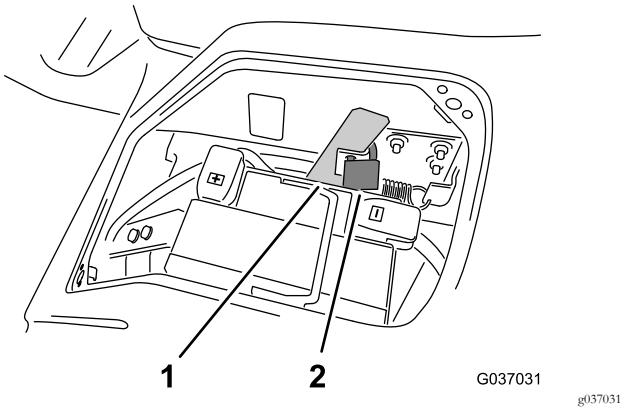

Figur 2
2. Fjern den hængelås, der fastgør platformens låsehåndtag (Figur 2), hvis denne er monteret.